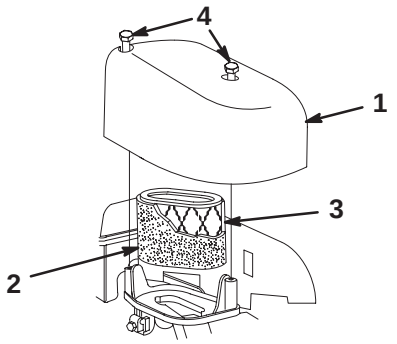

Figure 23
3. Remove the screws that secure the air filter cover (Fig. 23).
4. Remove the cover and clean it thoroughly (Fig. 23).
6. Wash the pre-cleaner with a mild detergent and water, then blot it dry (Fig. 23).
7. Remove the paper air filter and discard it (Fig. 23).
8. Insert the new paper air filter into the foam pre-cleaner (Fig. 23).
9. Install the new air filter (Fig. 23).
10. Install the cover and secure it (Fig. 23).